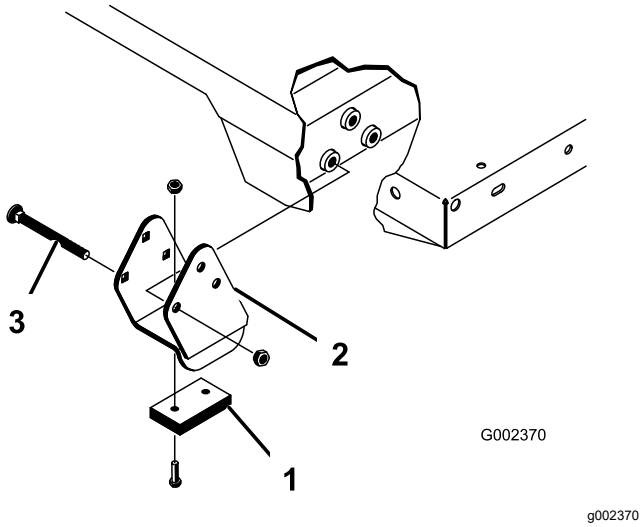

Figuur 35
Opmerking: Zorg ervoor dat de afstandsbeugels en de stootblokken (Figuur 35) zijn gemonteerd met de koppen van de slotbouten aan de binnenzijde van de machine.
2. Plaats de laadbak voorzichtig op het frame van de machine en lijn daarbij de openingen van de achterste draaiplaat van de laadbak uit met de openingen in de achterste framebalk en monteer 2 gaffelpennen en lynchpennen (Figuur 35).
4. Monteer de gaffelpen vanaf de buitenkant van de laadbak met de lynchpen naar buiten (Figuur 35).